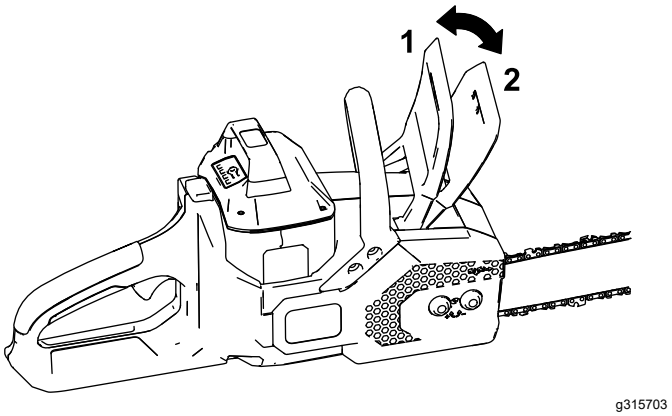

Figure 9
6. Vérifiez que le frein de chaîne est en position de MARCHE (Figure 9).
Quand vous n'utilisez pas la tronçonneuse ou que vous la transportez vers ou depuis la zone de travail, placez le frein de chaîne à la position d'ARRÊT (Figure 9) puis retirez la batterie.